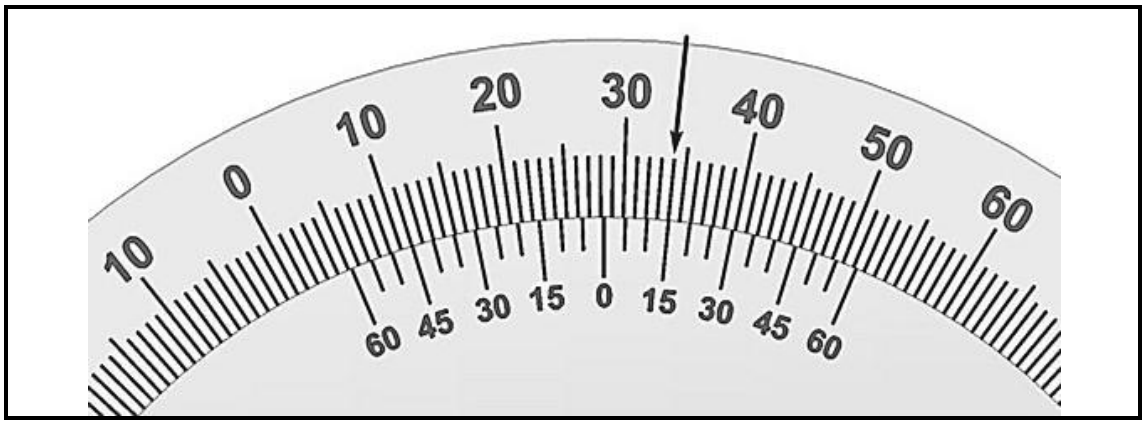

FIGUUR 2
Gee die lesing wat deur die pyltjie op die noniusboog in FIGUUR 2 aangedui word. (1)
3.2 Noem VIER maniere om 'n maatband te versorg. (4)